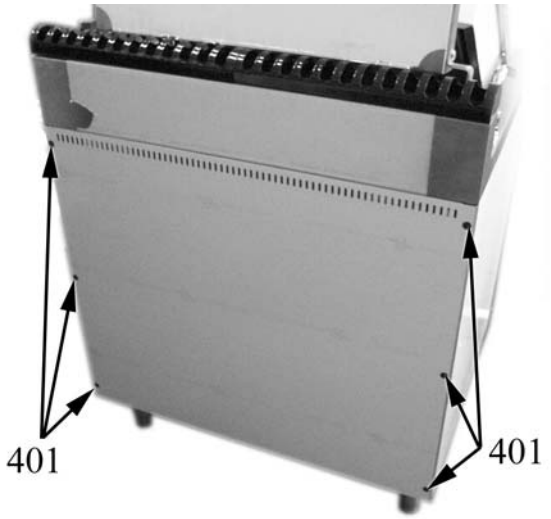

Fig. 40
- remove the back panel of the appliance by unscrewing the screws shown as item 401 in Fig. 40;